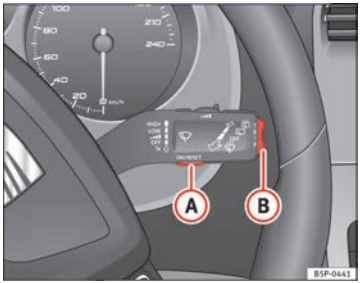
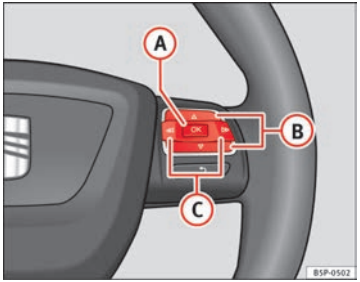

Fig. 45 Windscreen wiper lever: button A to confirm the menu selection and rocker switch B to change the menu
Fig. 46 Steering wheel controls: button A to confirm the menu selection and switch B to change the menu
– Press button (A) on the windscreen wiper lever. The **Configuration** menu is opened. ▶
– To access the “Configuration” menu, press button (C) ⇒ Fig. 46 until the menu is displayed. Now you are in this menu.
– Select option **Winter tyres** using switch (B).
– Press the button (A). The menu **Winter tyres** is opened.
– Use button (B) to select the option **+10 km/h** or **-10 km/h** and press button (B) to either increase or decrease the speed displayed.
– Use switch (B) to select the menu point **On / Off** and press the button to switch the speed warning on or off. If the speed warning is deactivated, three dashes will be displayed **---**
– To change from one memory to another, briefly press button A ⇒ Fig. 45 ⇒ page 68 on the windscreen wiper lever or the OK button on the multifunction steering wheel ⇒ Fig. 46 ⇒ page 68 while the ignition is switched on. ▶
– Hold down button (A) on the windscreen wiper lever or the OK button on the multifunction steering wheel* for at least two seconds.
The following data can be viewed on the multifunction display using the rocker switch (B) ⇒ Fig. 45 ⇒ page 68 on the windscreen wiper lever or by pressing button △ or ▽ ⇒ Fig. 46 on the multifunction steering wheel*.